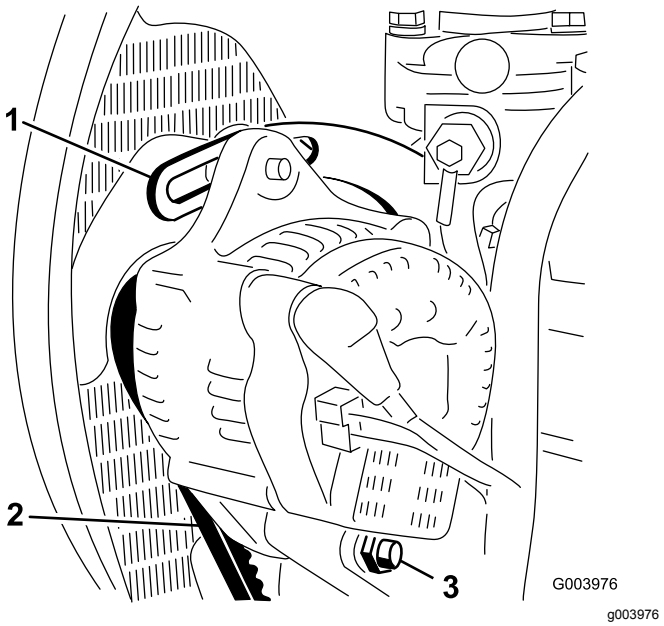

Rysunek 54
2. Sprawdź napięcie paska alternatora, naciskając go z siłą 10 kg (Rysunek 54) w połowie odległości między alternatorem a kołem pasowym wału korbowego.
3. Poluźnij śrubę mocującą klamrę do silnika (Rysunek 54), śrubę mocującą alternator do klamry oraz śrubę przegubową.